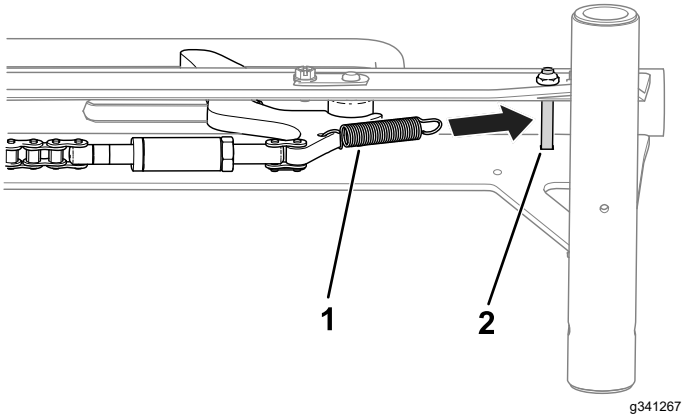

Figuur 5
7. Verbind de veer met de wielaanslag en de bout binnenin de rail (Figuur 5).